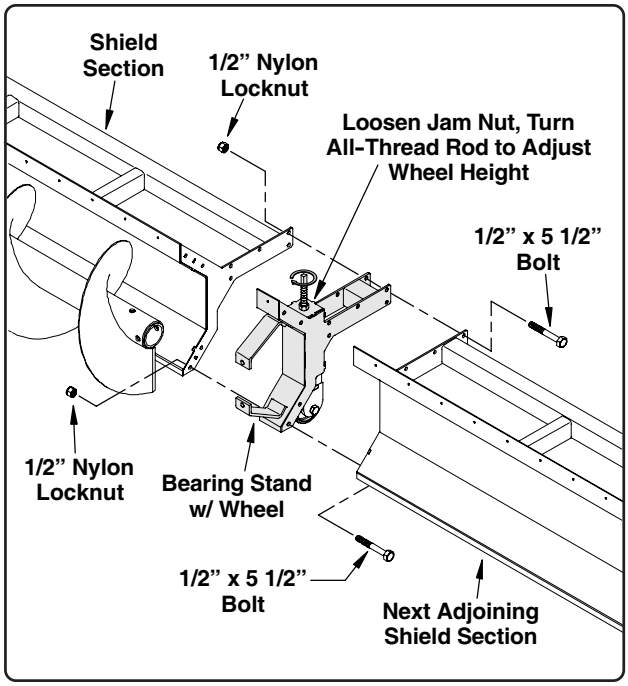

**Fig. 8**
1. Position the bearing stand w/ wheel at the end of the first shield section as shown in Fig 8.